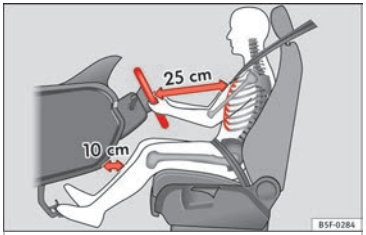

Fig. 81 The proper distance between driver and steering wheel
– Adjust the steering wheel so that there is a distance of at least 25 cm between the steering wheel and the centre of your chest ››› Fig. 81.
- **Adjust the driver's seat so that there is at least 25 cm distance between the centre of the chest and the centre of the steering wheel ››› Fig. 81. If you are sitting closer than 25 cm, the airbag system cannot protect you properly.**